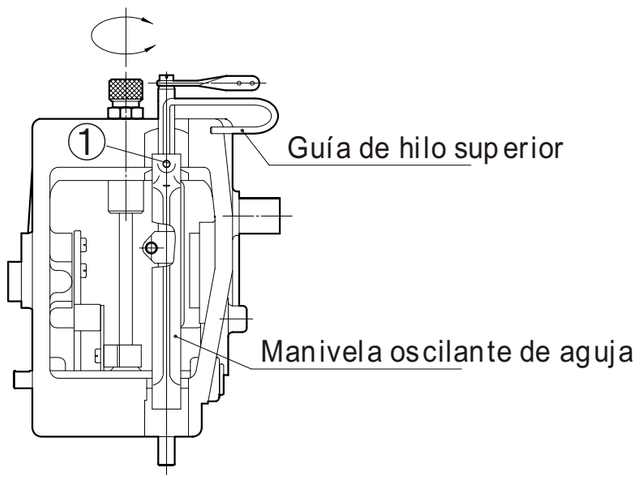

Fig. 27
3. Afloje el tornillo 1 para ajustar la guía de hilo superior. (Fig. 27)